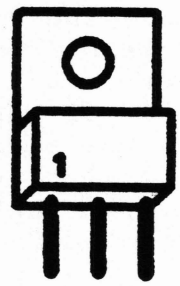

FIG. 1
2.) ( ) Install 14 resistors as indicated in Fig:1. (Resistors R12 and R13 on either side of xtal X1 are not to be installed in this version of the kit).